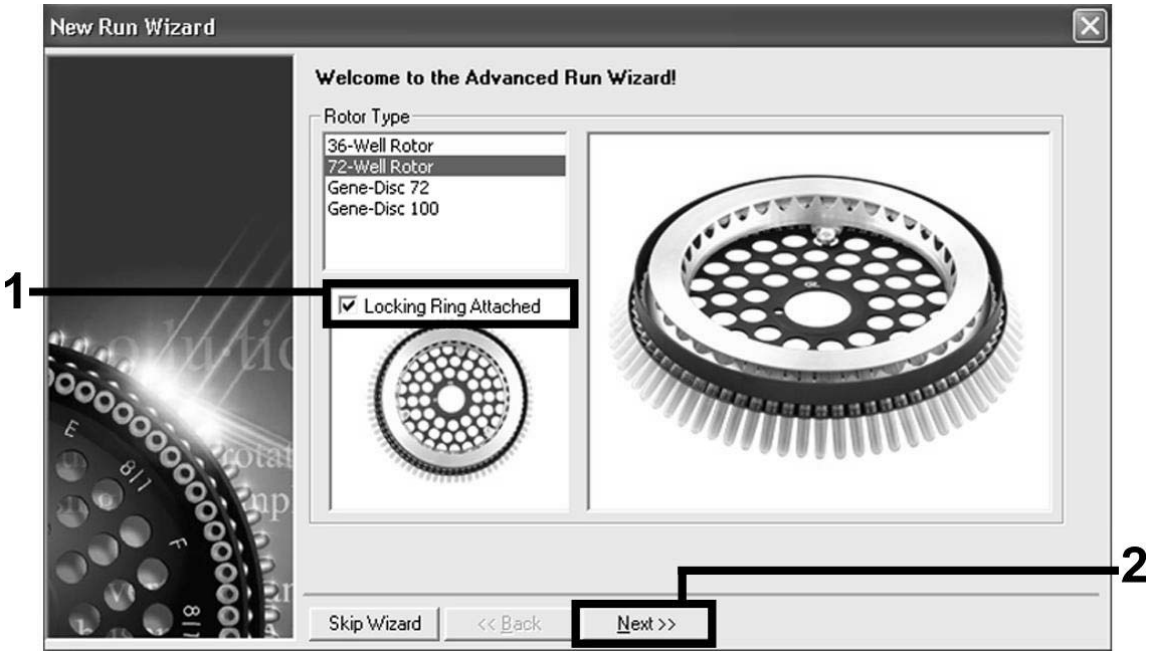

Figure 4. The "New Run Wizard" dialog box.
Setting the general assay parameters	**Figures 4, 5, 6**
6. **First, open the "New Run Wizard" dialog box (Figure 4). Check the "Locking Ring Attached" box and click "Next".**